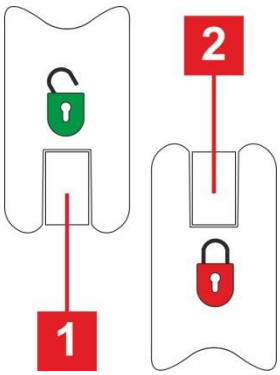

Fig. 4 Posiciones de bloqueo de los extremos de la cama
- Bloquear los extremos de la cama *(Fig. 4).*
- Desbloquear los extremos de la cama *(Fig. 4).*